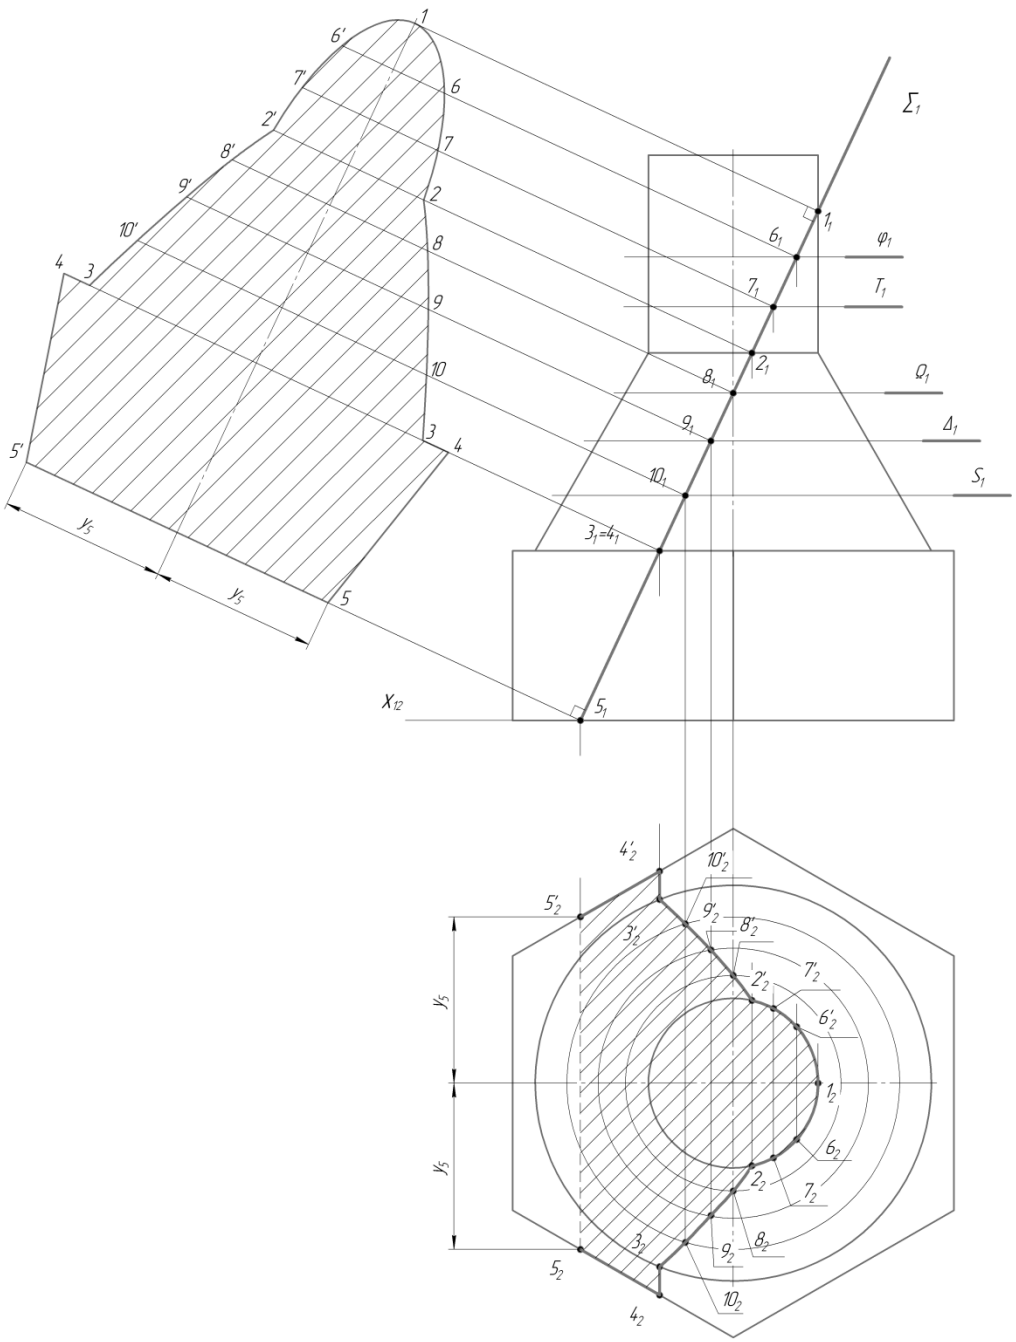

Рис.14
3. Нахождение истинной величины сечения (рис. 14).